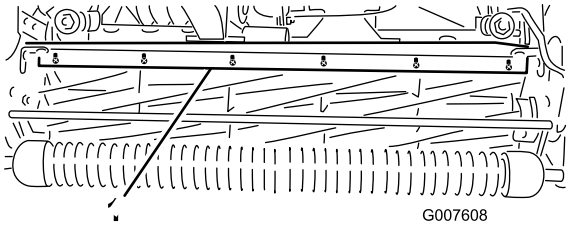

Figur 52
1. Løsn skruerne, som fastholder den øverste stang (Figur 52) til klippeenheden.